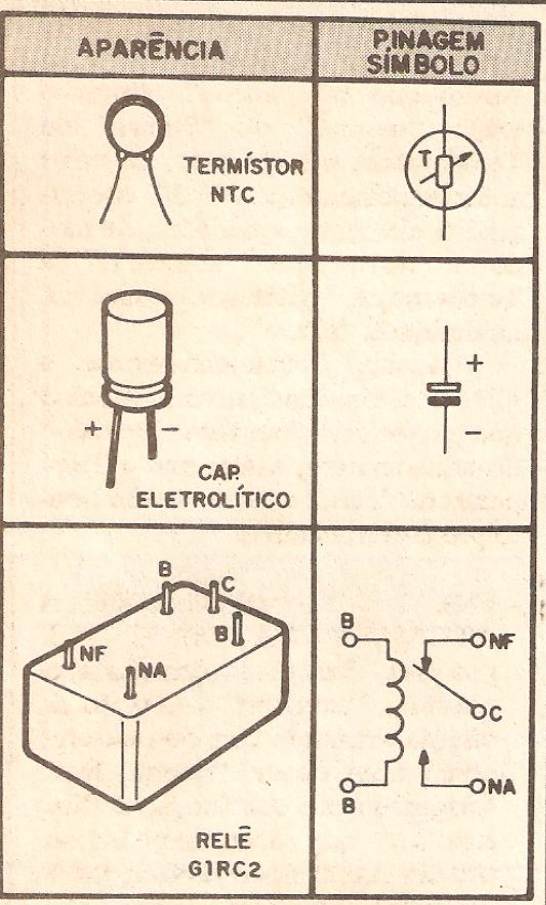

Fig.3
- **FIG. 3** - OUTROS COMPONENTES IMPORTANTES DO CIRCUITO - Na sequência, mostramos o termístor (NTC), capacitor eletrolítico e relê, todos com suas "caras", "corpos" e "pernas" devidamente identificados... Observem o seguinte: o NTC **pode** apresentar um formato diferente do ilustrado. Nada obsta, desde que seja um NTC com valor nominal de 10K (na verdade, entre 5K e 100K, como sugere a LISTA DE PEÇAS...). O capacitor eletrolítico, eventualmente, pode apresentar terminais **axiais** (e não